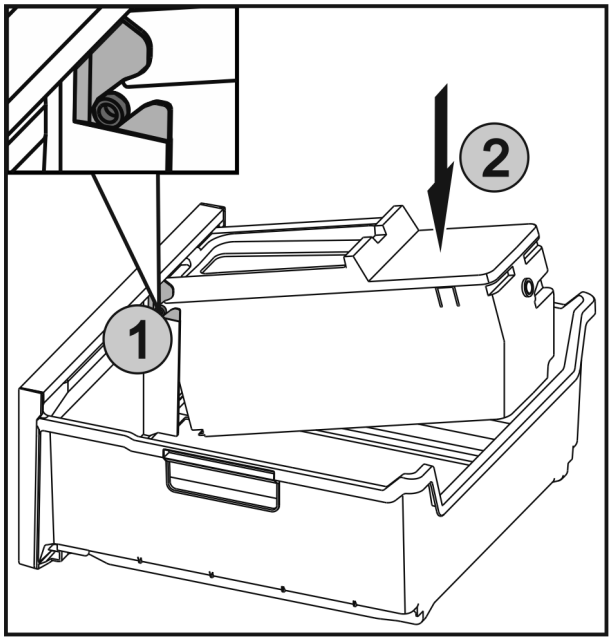

Fig. 59
▶ Вставити осі *Fig. 59 (1)* на EasyTwist-Ice у напрямні та натискати на задню сторону *Fig. 59 (2)* до фіксації накладки.